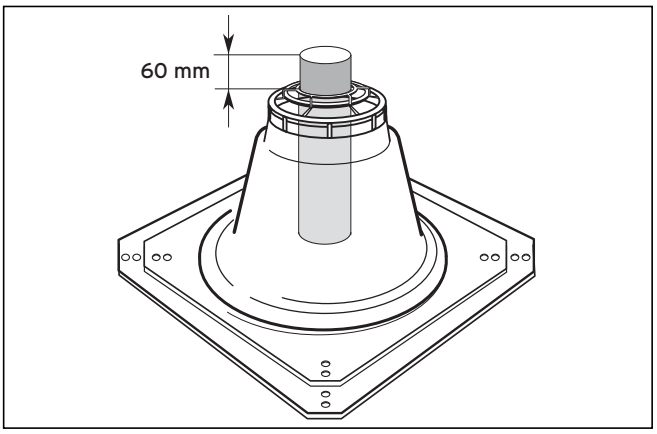

Fig. 4.20 Longueur du conduit supérieur des fumées
- Contrôle : Le conduit doit dépasser d'au moins 60 mm de la base du chapeau de la cheminée (**→ fig. 4.20**).